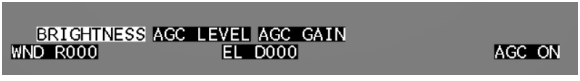
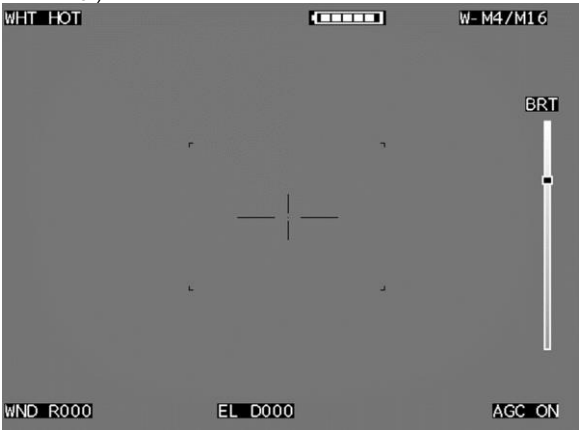
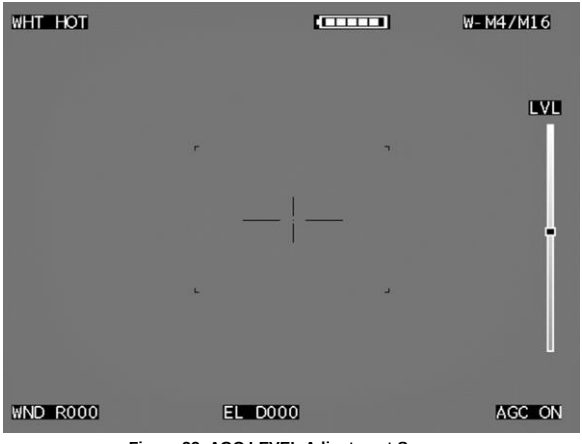
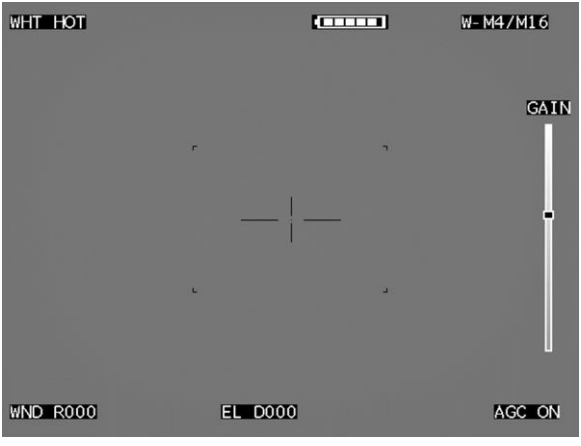

Figure 30. DISP Sub-Menu.
Figure 31. BRIGHTNESS Adjustment Screen.
Figure 32. AGC LEVEL Adjustment Screen.
Figure 33. AGC GAIN Adjustment Screen.
1. DISP SUB-MENU: Operator will be able to manually adjust Brightness, AGC LEVEL and AGC GAIN as shown in (Figure 30).
a. BRIGHTNESS. Selecting and activating the BRIGHTNESS (Figure 30) function calls up the BRIGHTNESS Adjustment Screen shown in (Figure 31).
b. AGC LEVEL. Selecting and activating the AGC LEVEL (Figure 30) function calls up the AGC LEVEL Adjustment Screen shown in (Figure 32).
c. AGC GAIN. Selecting and activating the AGC GAIN (Figure 30) function calls up the AGC GAIN Adjustment Screen shown in (Figure 33).